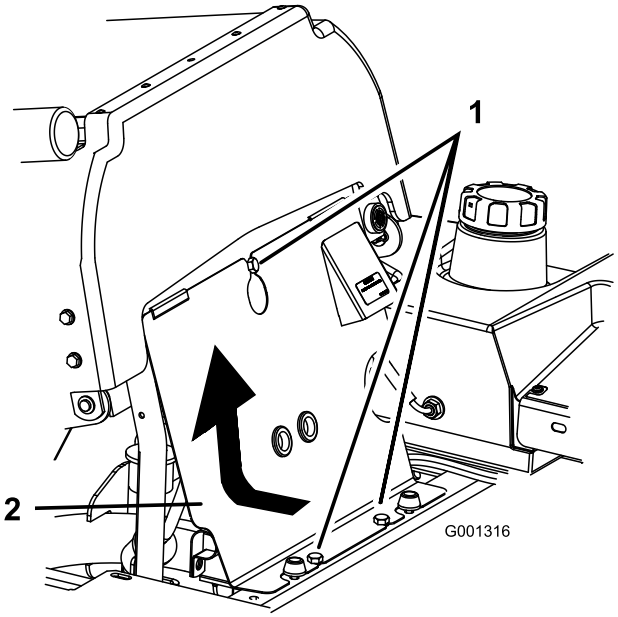

Figur 57
3. Vipp setet fremover, løsne boltene og ta bort det fremre motorpanelet (Figur 57).